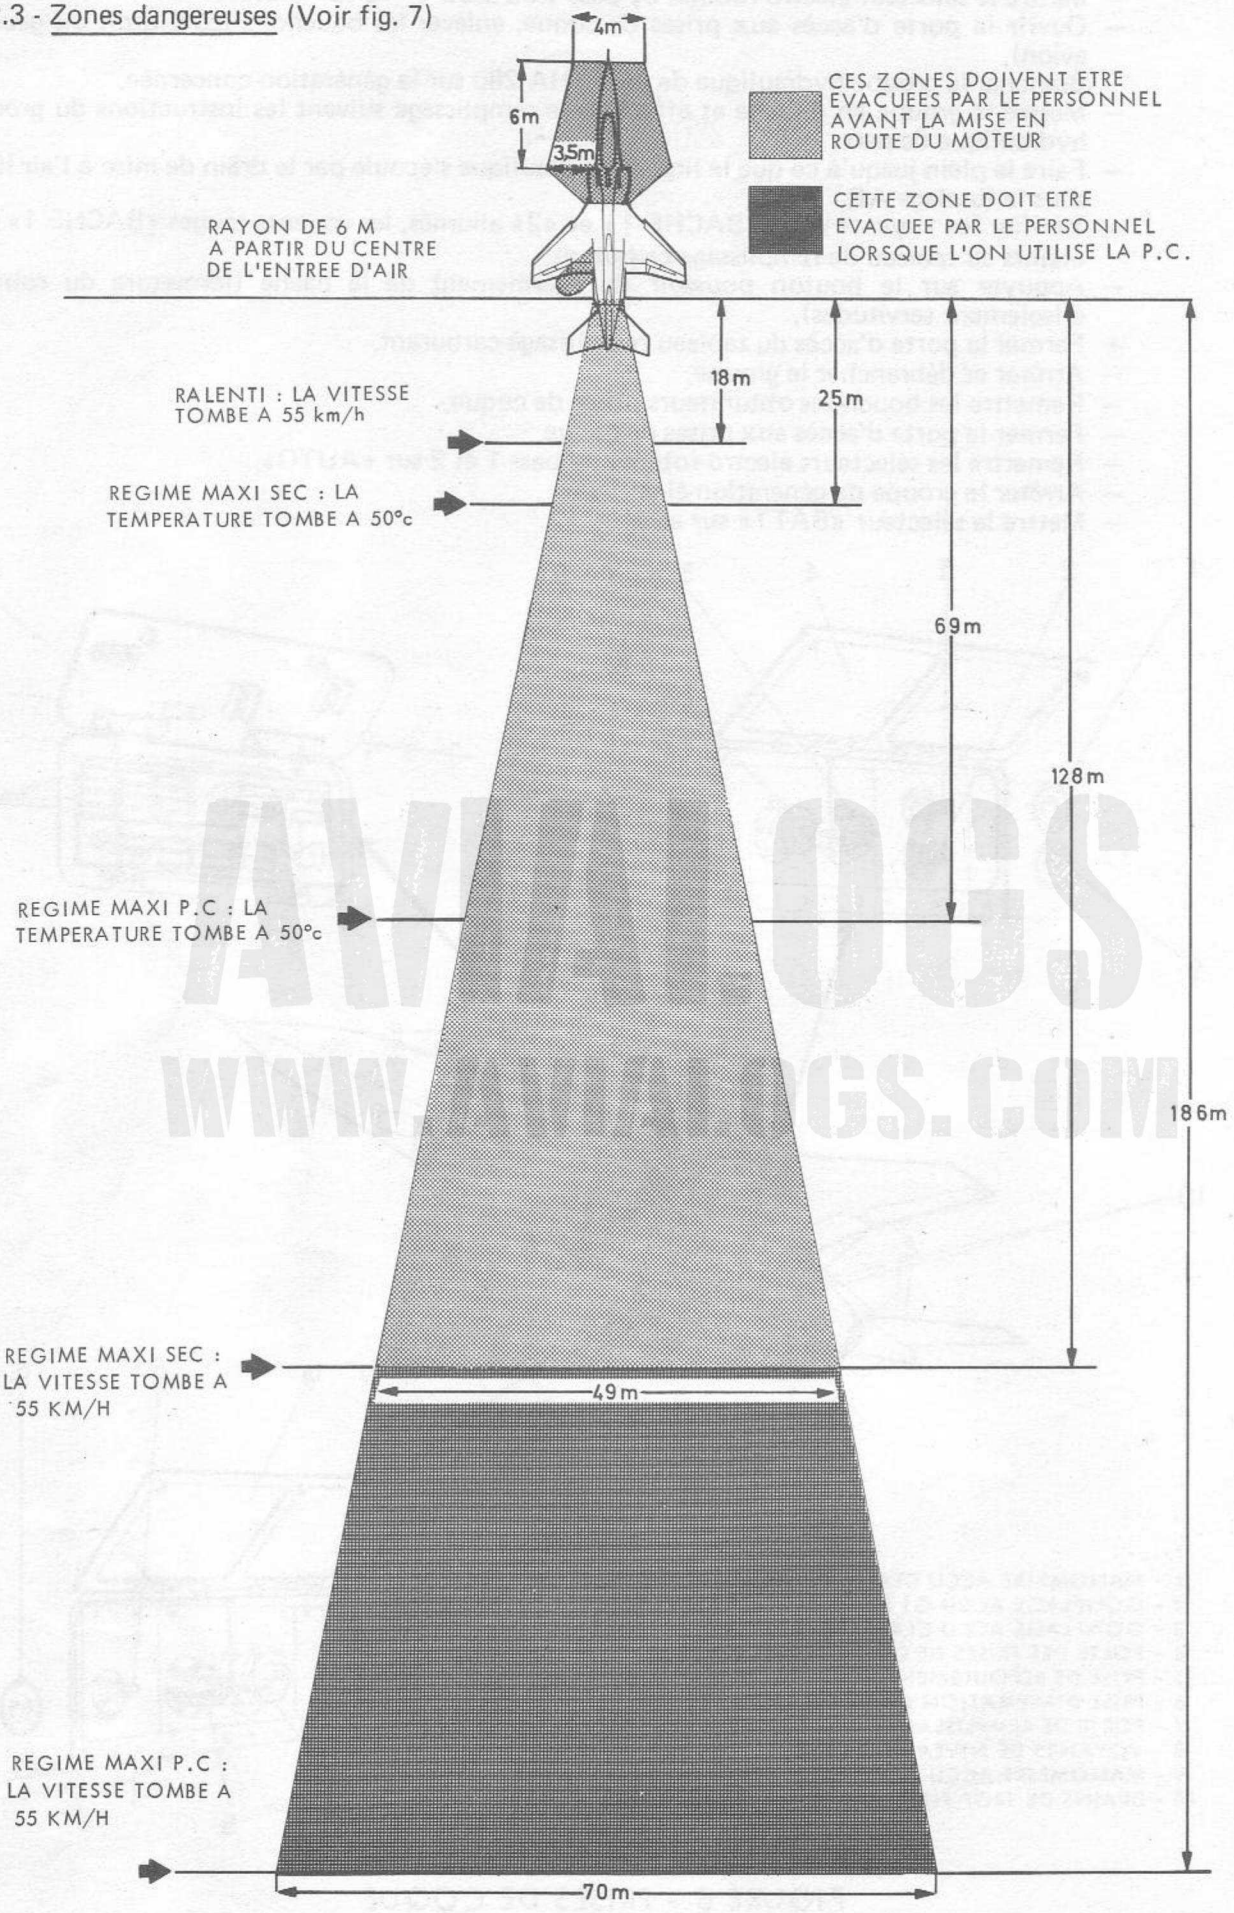

FIGURE 7 - ZONES DANGEREUSES PENDANT LA MARCHE DES MOTEURS
1.2.3 - Zones dangereuses (Voir fig. 7)
- l'absence de tout véhicule ou matériel de servitude dans la zone dangereuse (voir fig. 7)